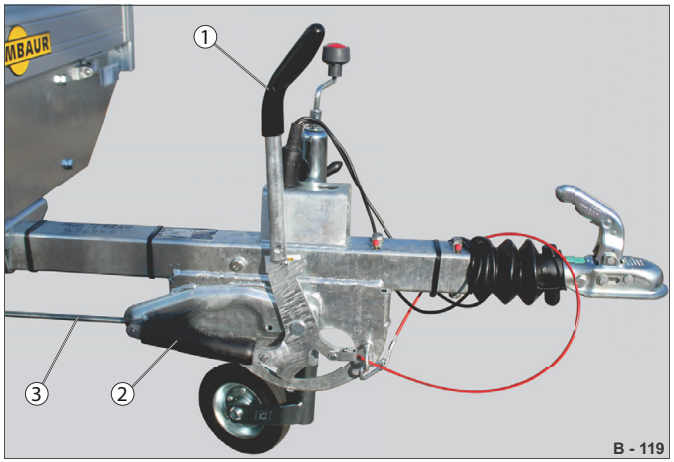

Abb. 86 Ruční brzda zatažená (výr. Knott)
▶ V případě potřeby posuňte přívěs o trošku dozadu Pružinový válec (Abb. 86/2) úplně zatáhne ruční brzdu.